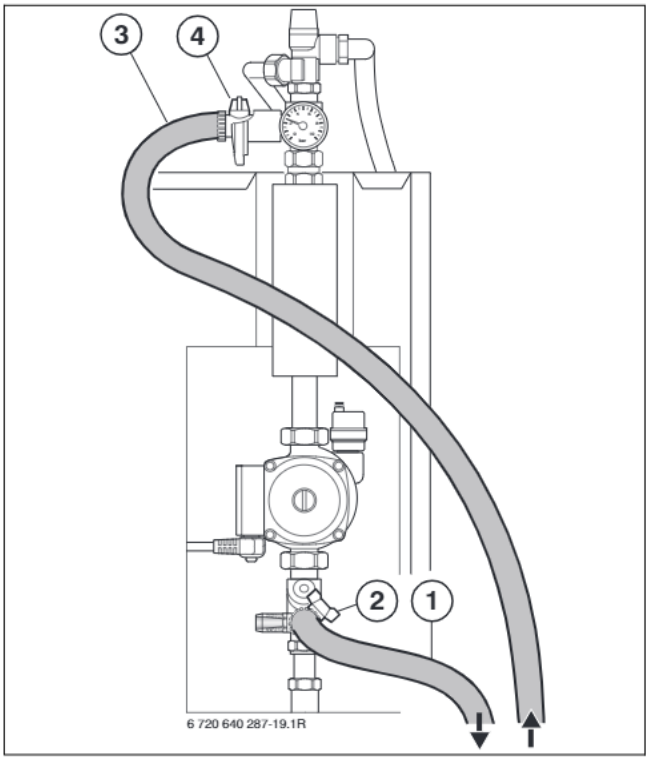

Bild 15
- Den Absperrhahn unten schließen (→ Bild 15, [2], Seite 16).
- Wenn der Betriebsdruck erreicht ist, den Absperrhahn oben schließen (→ Bild 15, [4]).